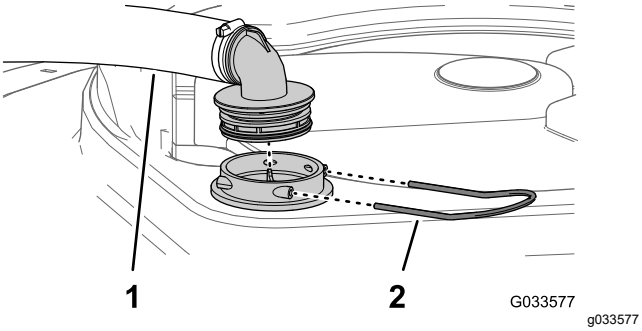

Figur 29
2. Fjern holderen, som sidder øverst på sprøjtetanken, og som fastgør slangefittingen, der er monteret på den store slange fra filterhuset (Figur 29).
3. Fjern slangen og slangefittingen fra filterhuset (Figur 29).